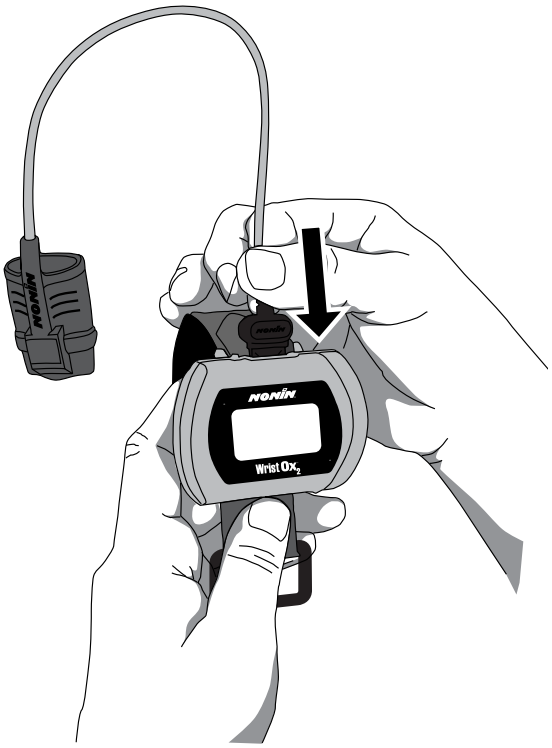

Abbildung 12: Befestigen des Sensors
1. Den Konnektor des Sensors am Sensoranschluss oben auf dem Gerät (Abbildung 12) einstecken. Das Nonin-Logo auf dem Sensorkonnektor muss zur Vorderseite des Geräts weisen.